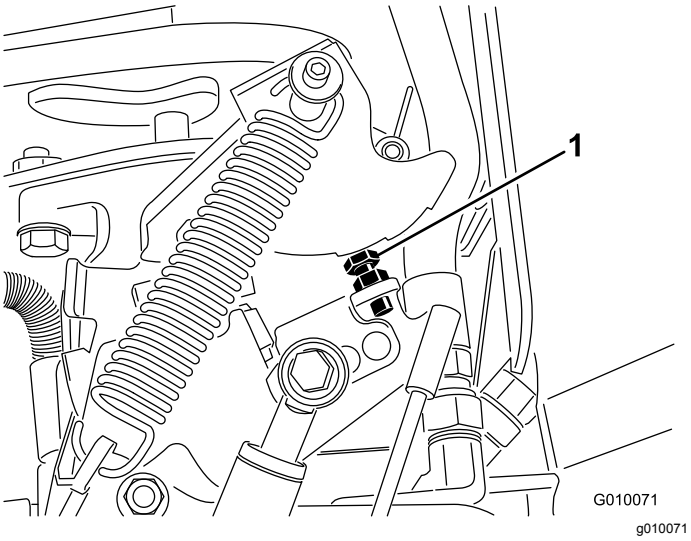

Figuur 70
6. Indien de insteekafstand moet worden ingesteld, moet u de aanslagbout van de pomp (Figuur 70) dichter naar de aanslagplaat draaien om de insteekafstand te verminderen of de aanslagbout van de aanslagplaat af draaien om de insteekafstand te vergroten.